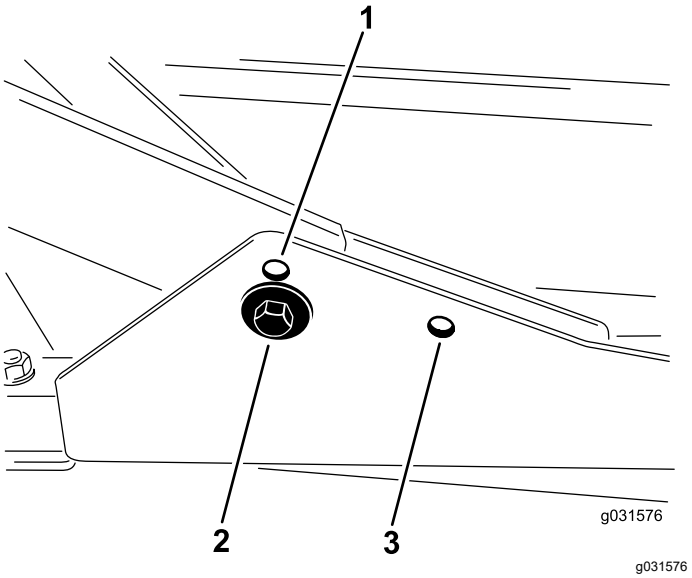

Figura 17
1. Per altezze di taglio comprese tra 2 e 7,6 cm, montate i telai portanti anteriori nei fori di montaggio anteriori inferiori (Figura 17).
2. Per altezze di taglio comprese tra 6,3 e 10 cm, montate i telai portanti anteriori nei fori di montaggio anteriori superiori (Figura 17).
Per tutte le altezze di taglio, montate l'apparato di taglio posteriore nei fori di montaggio posteriori (Figura 17).